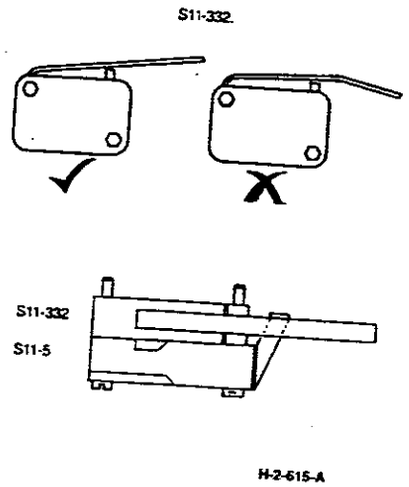

**Рисунок 2. Установка датчиков S11-5 и S11-332**
2. (Рисунок 2) Проверьте, не погнут ли рычажок активатора датчика S11-332. В случае необходимости выправьте рычажок. Проверьте, что рычажок активатора датчика исходного положения ячеек (S11-332) расположен выше рычажка активатора датчика нижнего предела (S11-5).